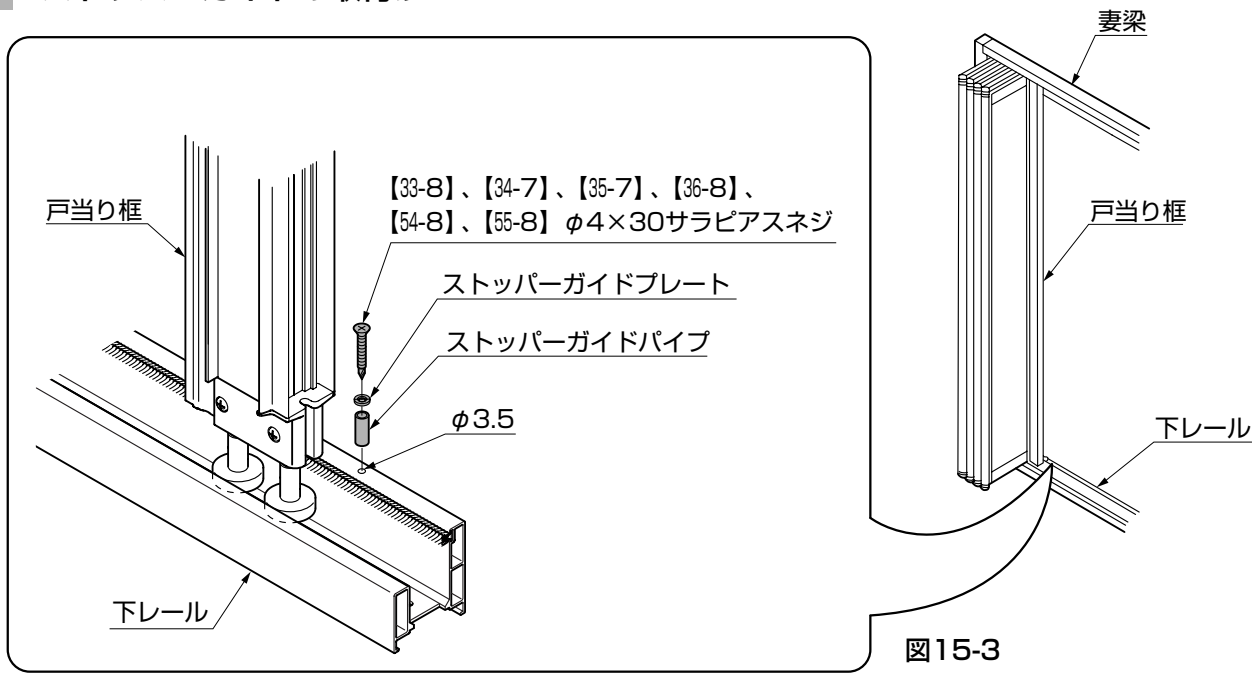

図15-3
①下レールに、φ3.5の孔をあけてください。（図15-3参照）
②ストッパーガイドプレート 、ストッパーガイドパイプを下レールに、【33-8】または【34-7】、【35-7】、【36-8】、【54-8】、【55-8】で取付けてください。（図15-3参照）